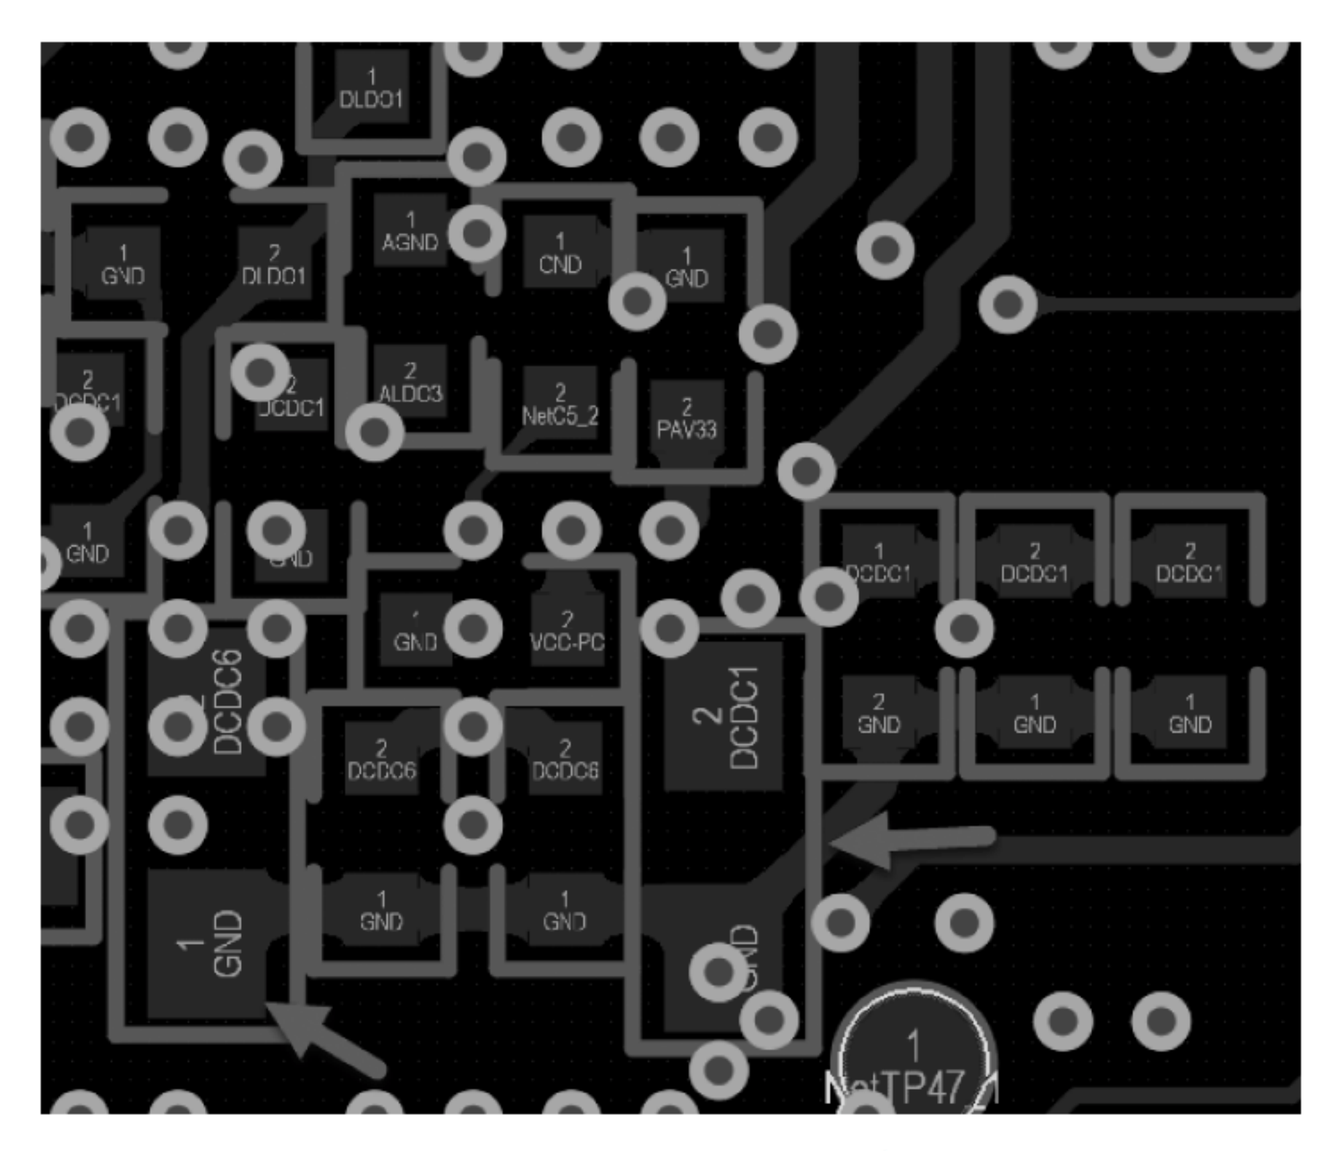

图 8-21　PMIC 滤波电容放置
⑤ 在每路 DC-DC 电源下方，即芯片背面的位置至少放一个 10μF 的大电容，以改善电源质量，如图 8-21 所示。